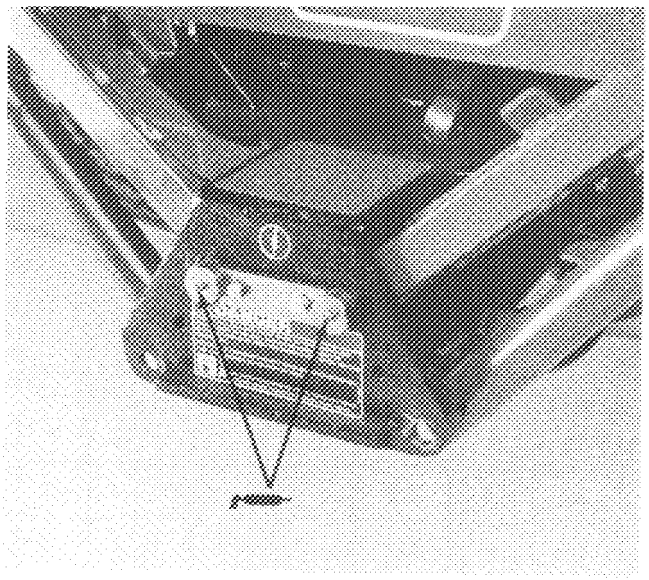
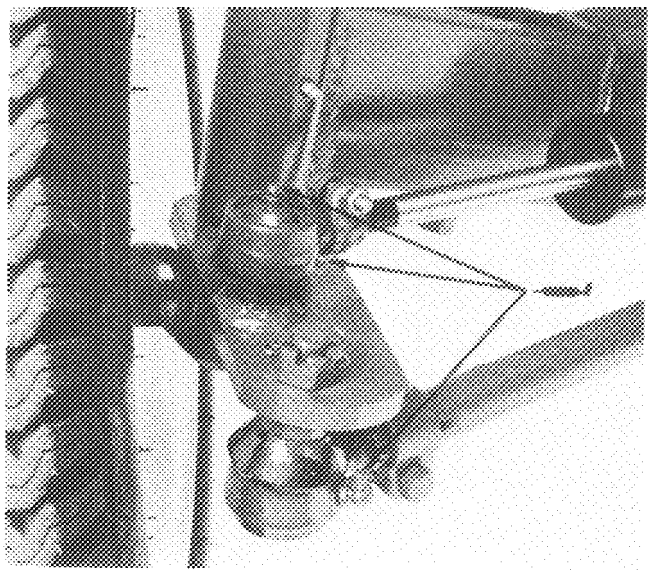
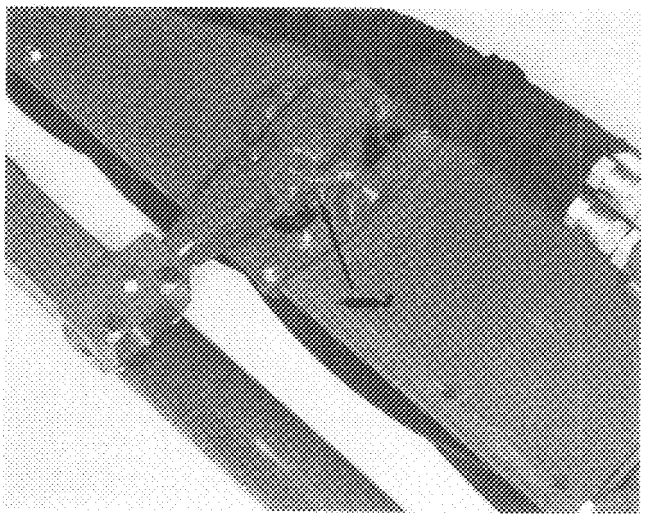
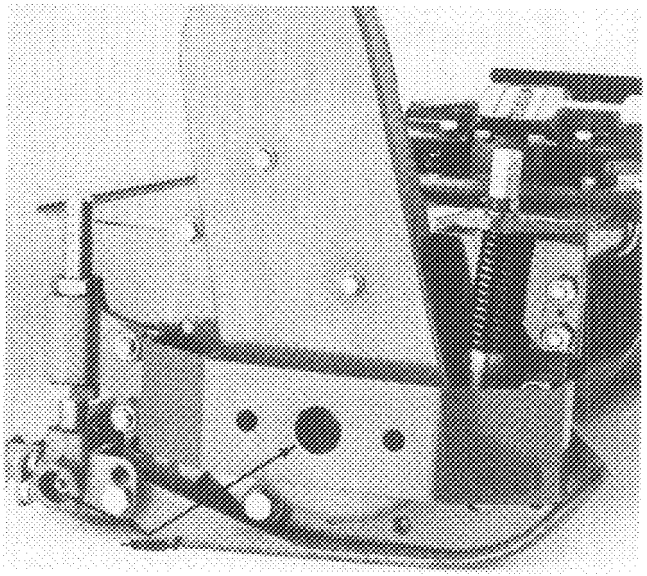

Figure 24
Figure 25
Figure 26
Figure 27
Relate HOC and ground speed to required reel speed setting on a 1 thru 5 scale on reel speed knob. Note: 1 = 800 RPM; 2 = 900 RPM; 3 = 1000 RPM; 4 = 1100 RPM and 5 = 1200 RPM (Fig. 26).
The machine has grease fittings that must be lubricated daily with No. 2 General Purpose Lithium Base Grease. The lubrication points are: lift arms (5) (Fig. 24), rear axle (3) (Fig. 25), floating or fixed head kit pivots (Fig. 26) and cutting unit reel and roller bearings (Fig. 27). Also, grease fitting on reel control valve (not shown), located under right hand console.
NOTE: Remove the plastic caps over the fittings on the floating or fixed head kit pivots and replace after greasing (Fig. 26).